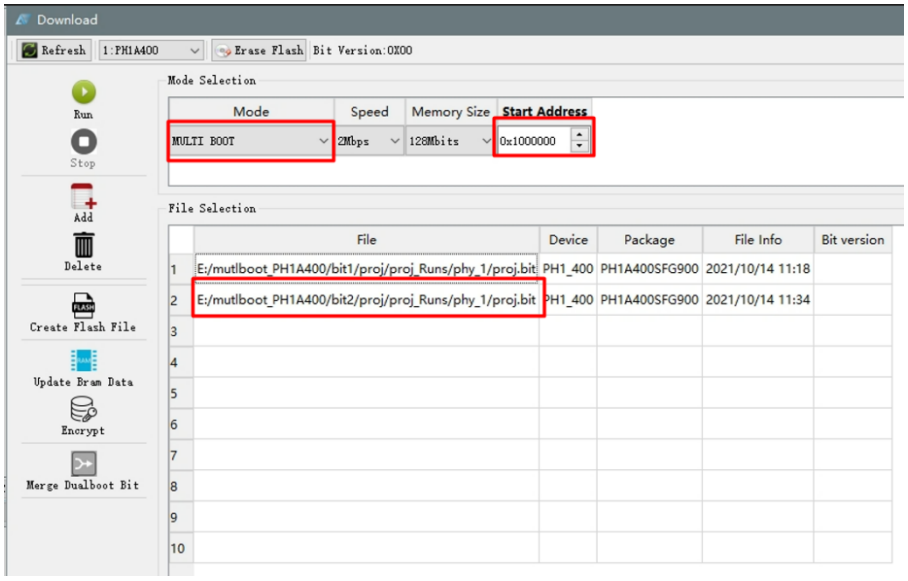

图 10-3-2 MULTI BOOT 配置第二套 bit 位流
2. 如图 10-3-1、图 10-3-2 所示，单击 add 添加两套位流。每套位流都需要单独烧写，Start address 填写当前位流存储的起始地址，例如第一套位流存储起始地址为 0x00_0000，第二套位流起始存储地址填写 0x0100_0000。